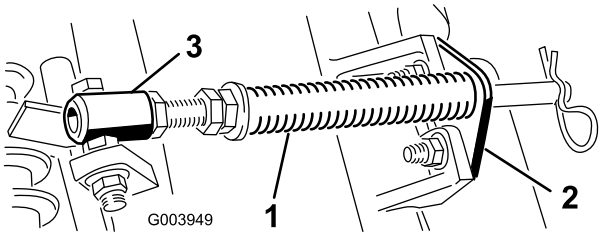

Figur 5
A. Fjern de to bræddebolte og møtrikker, der fastholder stangbeslaget på klippeenhedens tapper (Figur 5).
B. Fjern den flangemøtrik, der fastgør fjederrørets bolt på bærerammens tap (Figur 5). Fjern enheden.